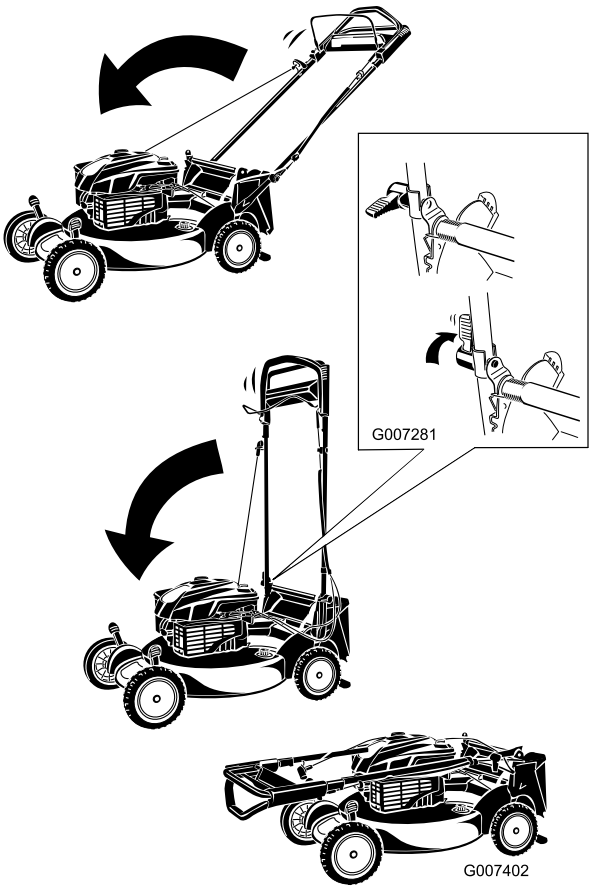

Figur 40
1. Roter håndtaket forover (Figur 40).